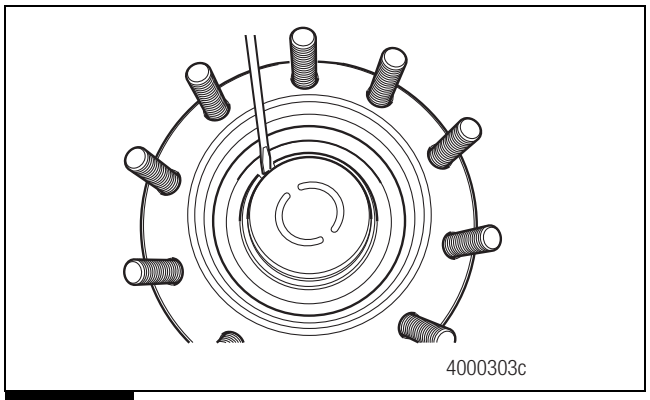

Figure 4.4
A. For snap-ring hubcaps, insert a screwdriver into the notched end of the snap ring. Figure 4.4.